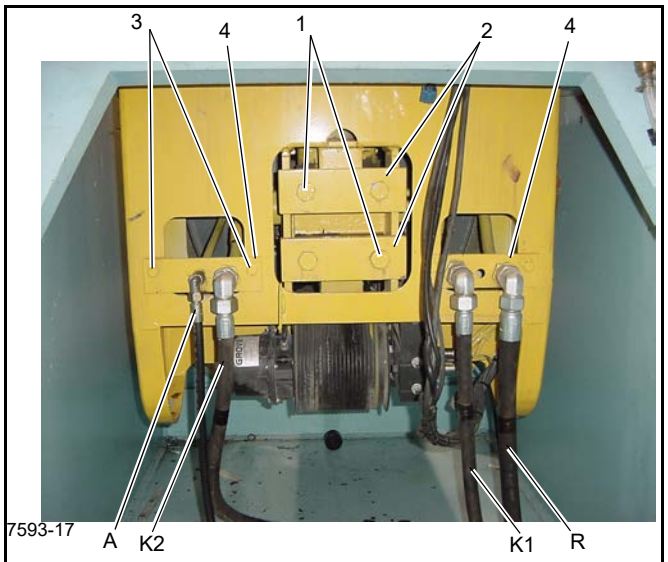

**FIGURA 4-47**
**23.** Instale quatro parafusos de fixação (1) (Figura 4-47) através das barras de montagem do cilindro (2) dentro dos orifícios de montagem do cilindro na traseira da seção da base. Aperte os parafusos usando o padrão estrela para aplicar o torque adequado.